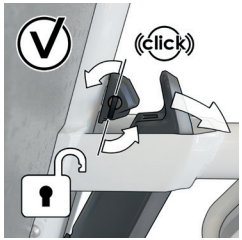

Abbildung 20 : Entsperren des E-Bikes
3. Entriegeln Sie das Akkuschloss, indem Sie den Schlüssel gegen den Uhrzeigersinn drehen (siehe Abbildung 20).